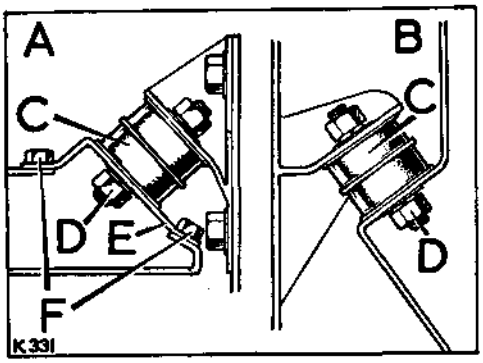

**Fig. A2-19. Engine front mounting details**
2. Lift the engine sufficient to remove the packing or jack from beneath the gearbox and insert the engine front suspension rubbers. Fig. A2-19 refers.